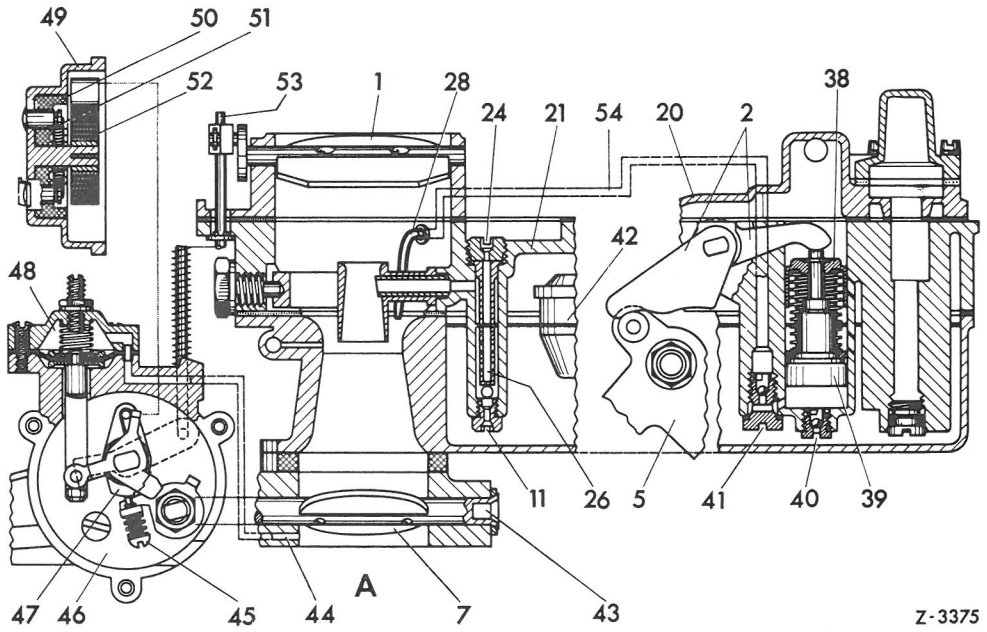

Fig. 07-26/5
Accelerationspumpen, der er udformet som en stempelpumpe er kun virksom i I. trin. Pumpestemplet (38) trykker ved hjælp af pumpearmen (2) benzin over kanal (54) gennem det kalibrerede indsprøjtningsrør (28) og ind i blandingskammeret (fig. 07-26/5). Sugeventilen (4o) forhindrer under pumpens trykslag, at benzinen strømmer tilbage i svømmerkammeret. Trykventilen (41) hindrer under sugeslaget en indstrømning af luft i blandingskammeret.